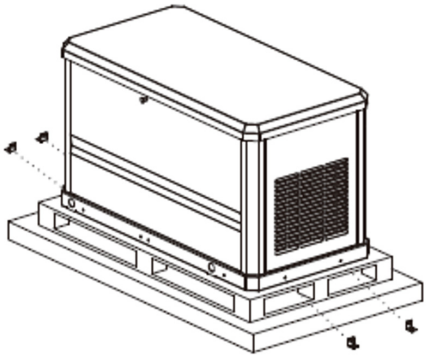

Figura 4-2
2. Retire el bloque de fijación (Figura 4-2);
3. Pase el tubo por el orificio de transporte pretaladrado de la parte inferior, levante el tubo, retire el palé y coloque la máquina sobre la base de instalación preparada (Figura 4-2);